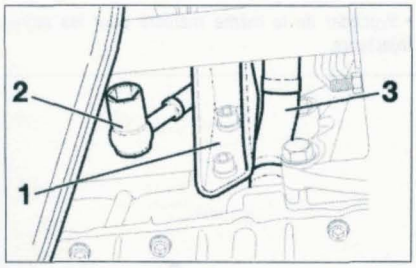

FIGURE 1-21
- le support inférieur du turbo (1) **(figure 1-21)**.
- la canalisation d'alimentation de lubrification du turbo au moteur (2) **(figure 1-21)**.
- la canalisation de retour de lubrification du turbo (3) au moteur. Prévoir l'écoulement d'huile et l'obturation des orifices laissés libres **(figure 1-21)**.